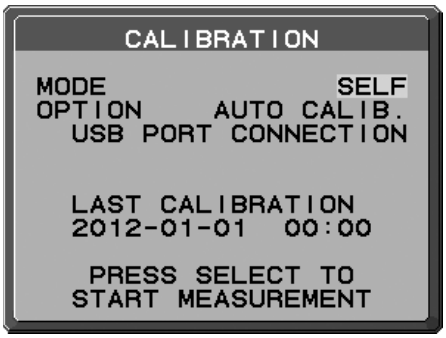

**Рисунок S.2**
2. Используйте кнопки ВЛЕВО или ВПРАВО для того, чтобы в настройке MODE (РЕЖИМ) выбрать SELF (ВНУТР.) (**Рисунок S.2**). Нажмите UP (ВВЕРХ) или DOWN (ВНИЗ) для перехода к следующим настройкам.